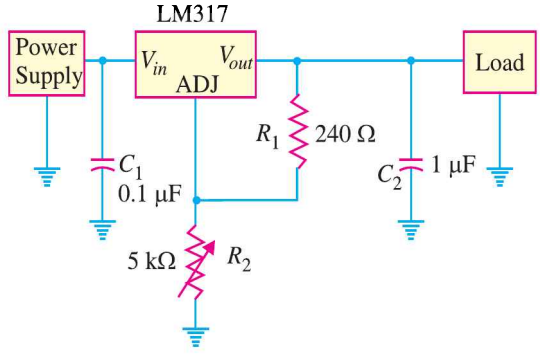

Fig. 17.35
5. If R_2 in Fig. 17.35 is adjusted to 1.68 kΩ, determine the regulated d.c.output voltage for the LM 317. **[10 V]**